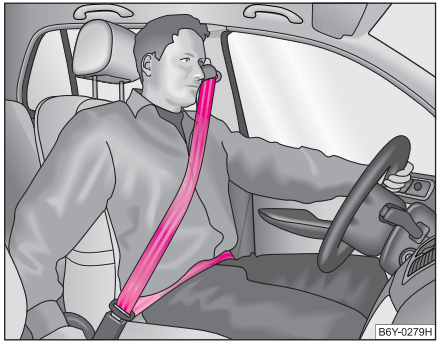

Fig. 103 Centura de siguranță pentru umăr şi bazin
- **Partea de umăr a centurii nu trebuie să treacă peste gât, ci aproximativ peste mijlocul umerilor şi să aibă un contact ferm cu corpul. Partea din dreptul bazinului trebuie să aibă întotdeauna un contact ferm cu bazinul şi să fie plasată cât mai jos ⇒ pagina 126, fig. 103. Îndreptați cu mâna banda centurii.**